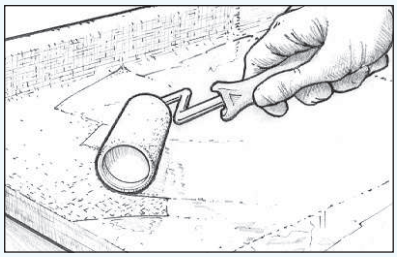

Figur 28 Stryk ytan med epoxi för att fylla ut väven innan den når slutlig härdning.
9. Stryk ytan med epoxi för att fylla ut väven innan slutlig härdning uppnås *(Figur 28)*. Följ proceduren för slutstrykning i nästa avsnitt. Det krävs två eller tre strykningar för att helt fylla väven. Stryk på tillräcklig mängd så att slutlig slipning inte tränger igenom till väven.